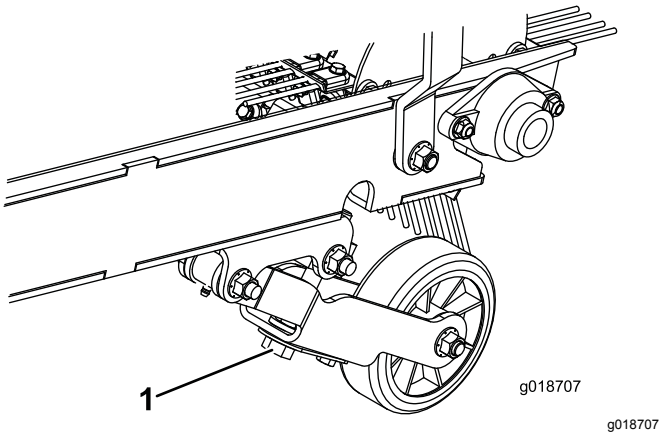

**Figur 10**
2. Vrid djupjusteringsskruven tills räfsan precis vidrör gräsmattans yta. Om en kvast har monterats ska den precis vidröra gräsmattans yta. När borsten används ska kontaktytans bredd vara cirka 25 mm längs hela borsten (Figur 10).